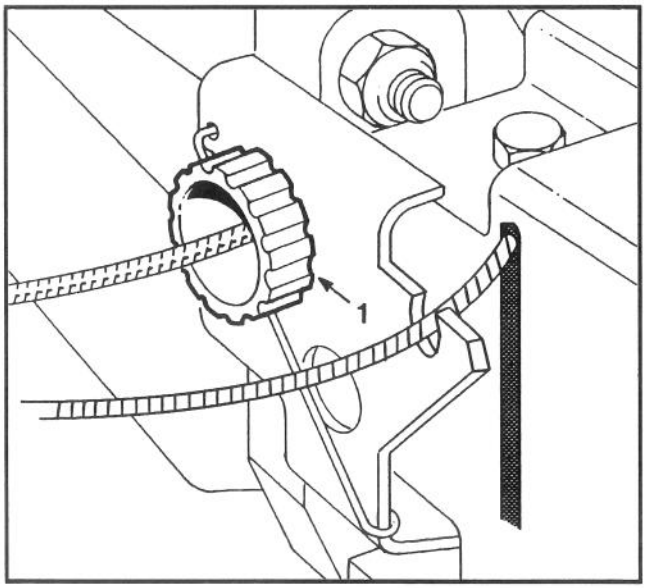

Abb. 20
3. EINSTELLUNG (Abb. 20) – Drehen Sie den Einstellknopf um eine halbe Umdrehung im Uhrzeigersinn, falls der Mäher sich nicht selbst antreibt. Falls der Mäher sich langsam nach vorne bewegt, drehen Sie den Knopf eine halbe Umdrehung gegen den Uhrzeigersinn, um den Riemen zu lockern.